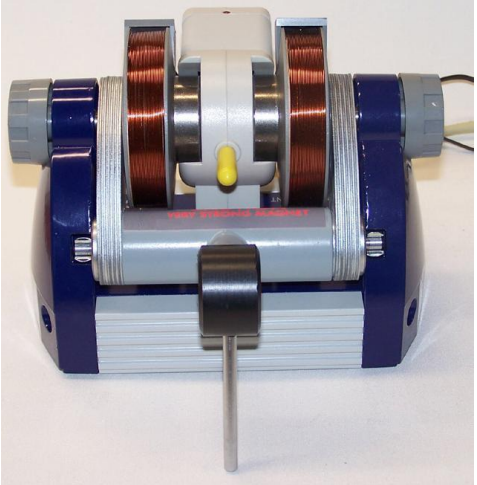

Fig. 9 Basiseinheit mit eingesteckter Glycerinprobe
- Glycerinprobe, (gelbe Kappe) in die Probenaufnahme stecken (siehe Fig. 9).